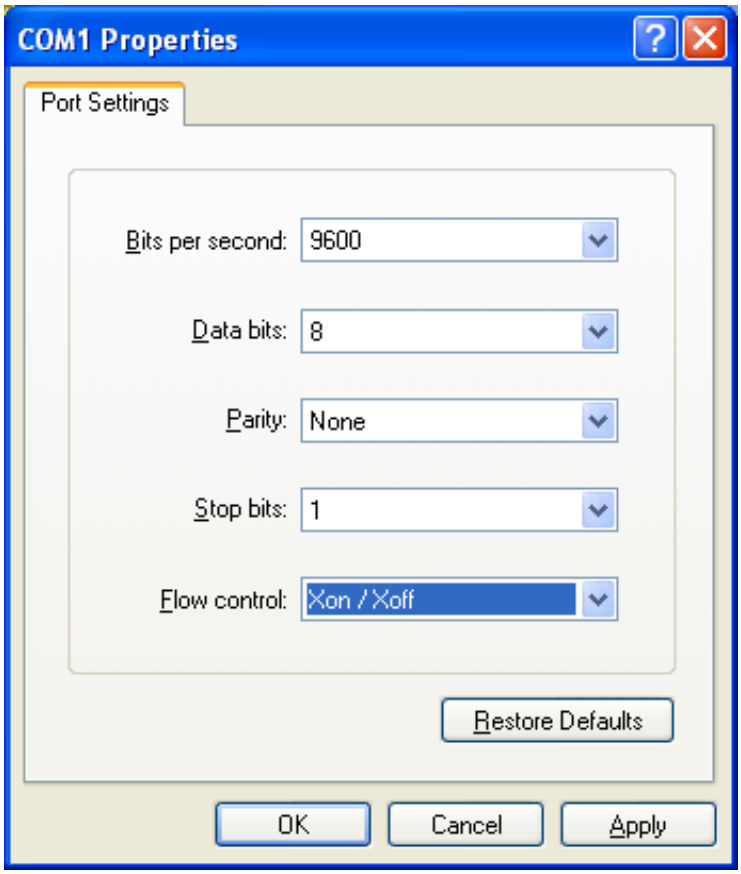

Figure 2-11: Setup Serial Port
Communications to and from the serial interface is character based. Use any standard "Terminal" program with setup parameters as shown in **Figure 2-11**.
2. Launch ATOMControl, connect to the ATOM (refer to ATOMControl Manual), and select the "Custom Commands" tab. Alternatively, a terminal program may be used with the correct settings (refer to the **Figure 2-11: Setup Serial Port** for details).